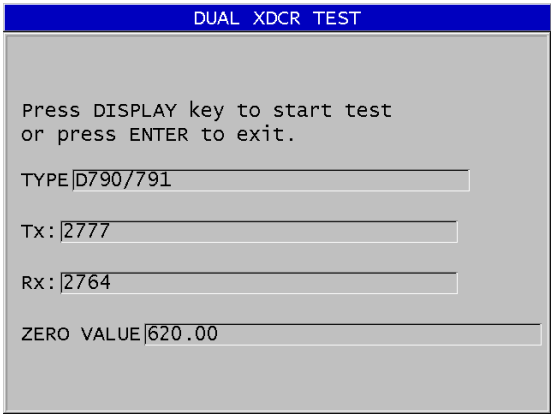

Rysunek 15-3 Ekran DUAL XDCR TEST (Test głowicy dwuelementowej)
7. Po wybraniu pozycji **DUAL XDCR TEST** (Test głowicy dwuelementowej) na ekranie **DUAL XDCR TEST** (Test głowicy dwuelementowej) (patrz Rysunek 15-3 na stronie 314):